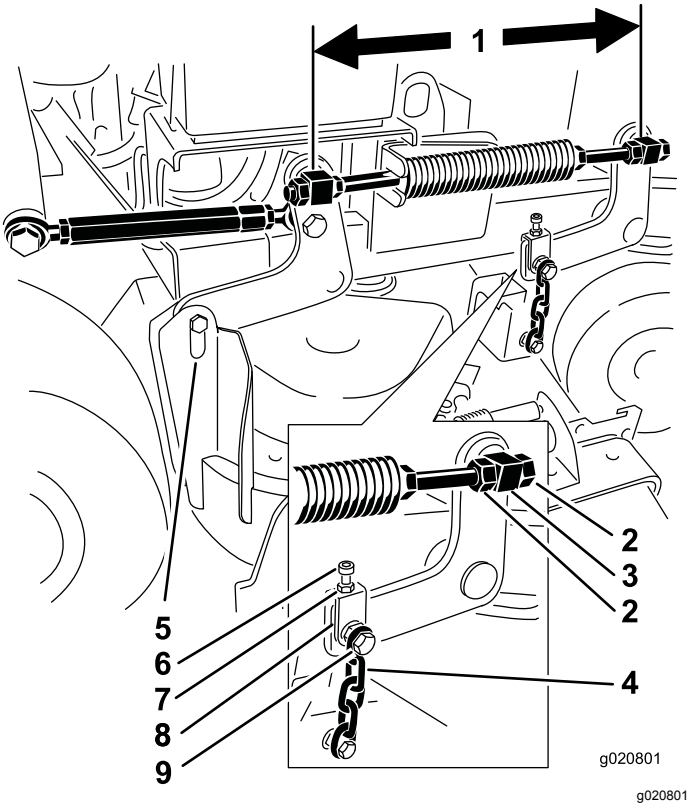

Figuur 82
6. Controleer de afstand tussen de wartels, meet in het midden van de wartels (de lengte van midden tot midden) op elke draadstang (Figuur 82).
11. Als afstelling vereist is, zet dan de bovenste kettingbout los (Figuur 82).
5. Draai de bovenste kettingbouten los (Figuur 82).